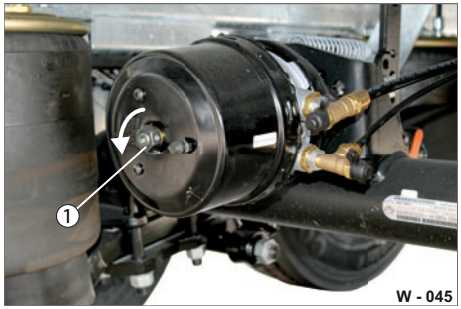

Abb. 44 Feststellbremse lösen
▶ Drehen Sie die Löseschraube (Abb. 44/1) auf.
▶ Drehen Sie die Löseschraube (Abb. 44/1) zu.